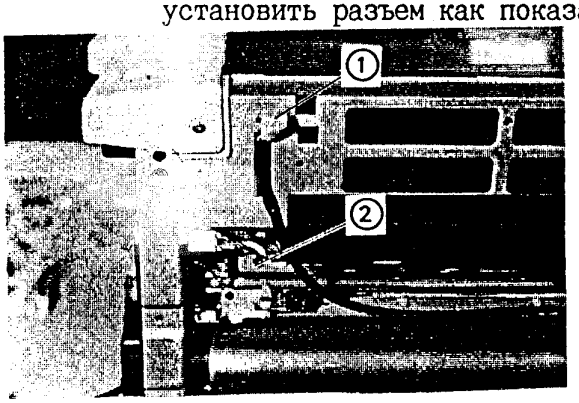

Рис. 5-8
5. Снять бланковую пластину на левой боковой панели, затем установить разъем как показано на рис. 5-8.